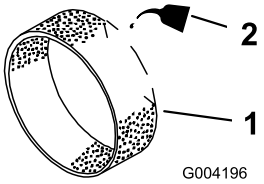

Rysunek 44
3. Nałóż na filtr wstępny jedną lub dwie uncje oleju (Rysunek 44).